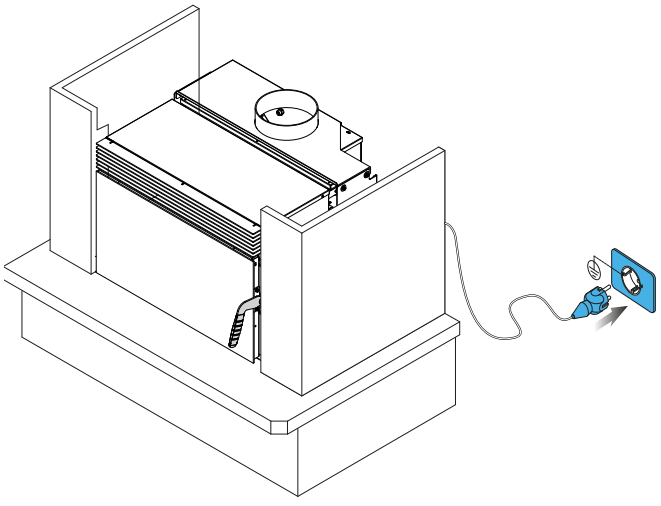

fig. 6.1.15
15) Prévoir l'arrivée de la ligne électrique sur l'arrière du poêle et brancher le câble d'alimentation (Fig. 6.1.15).